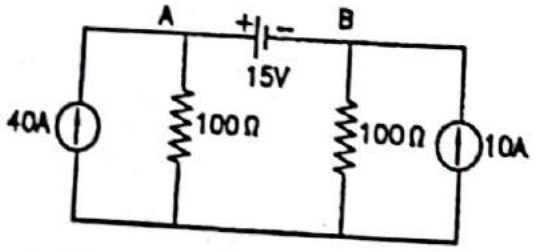

FIG. 1.189 : REFERENCE FIGURE FOR PROBLEM NO. 12
12. Using superposition theorem, calculate the current $I_{AB}$ in the network of Fig. 1.189. [14.5]